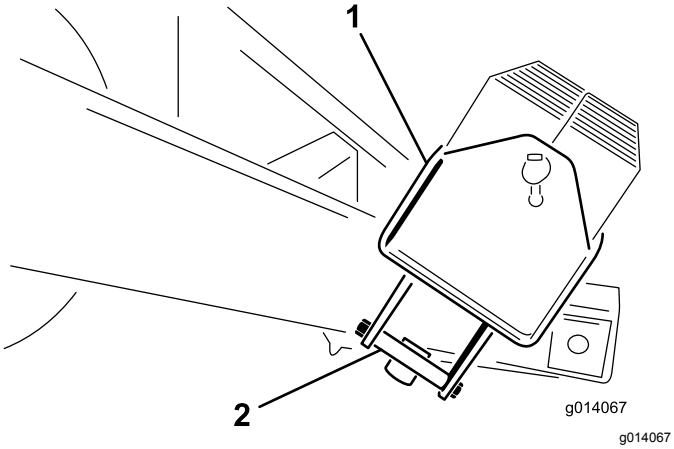

Figur 5
2. Ta ut boltene (½ x 5½ tommer) fra monteringsbraketten som holder vektkassen. Kast monteringsbrakettene (Figur 5).